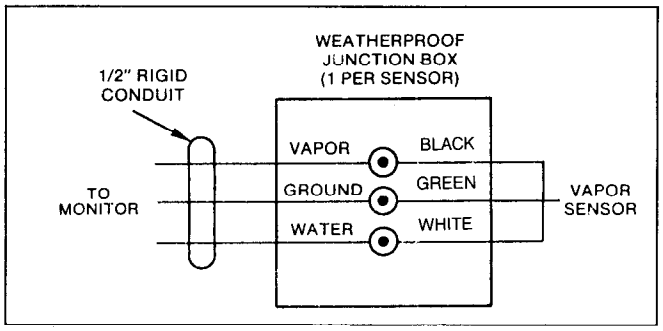

Figure 19. Three-Wire Vapor Sensor Field Wiring Diagrams.
9. Using wire nuts, connect the three sensor wires to field wires in the junction box (see Figure 19, "Three-Wire Vapor Sensor Wiring Diagram.") Be sure to observe color codes or wire markings to ensure proper polarity hookup to the Vapor Sensor Module connector in the ILS-350 monitor.